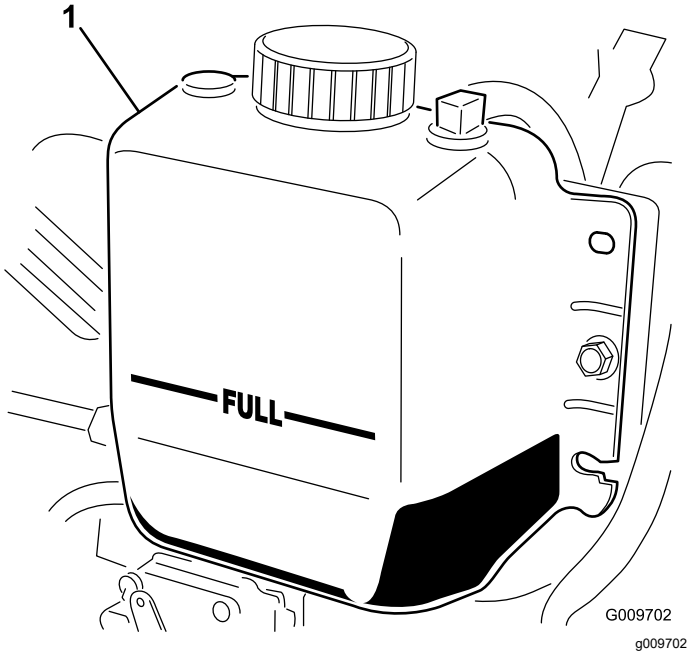

**Рисунок 112**
**Примечание:** Радиатор должен быть заполнен до верха заливной горловины, а расширительный бачок должен быть заполнен до метки Full (Полный) (Рисунок 112).